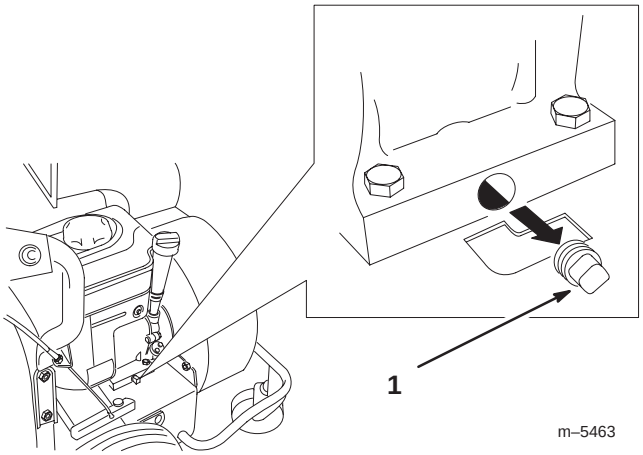

Bild 21
4. Reinigen Sie den Bereich um die Verschlussschraube (Bild 21).